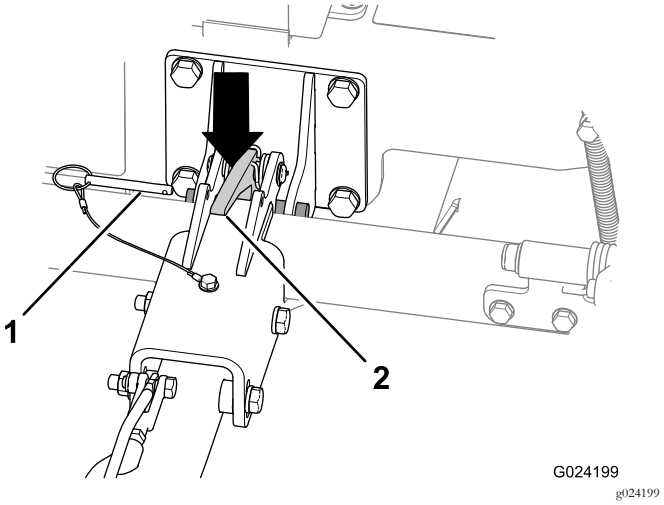

**Figur 28**
A. Fjern låsestiften (Figur 28).
C. Trykk ned på koblingslåsen for å låse opp (Figur 28).